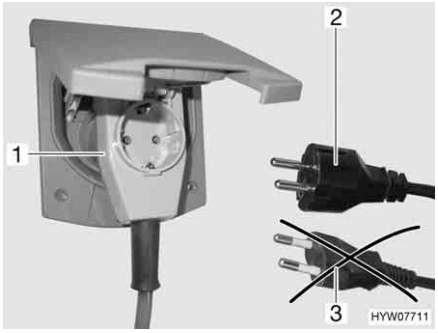

Fig. 103 Connecting an angled connector with socket
▶ When using a CEE 17 angled connector with rear socket (Fig. 103,1) only use a rubberised and sealed IP 44 socket with earth contact (Fig. 103,2). Do not use sockets without earth contact (Fig. 103,3). Danger of electrocution!